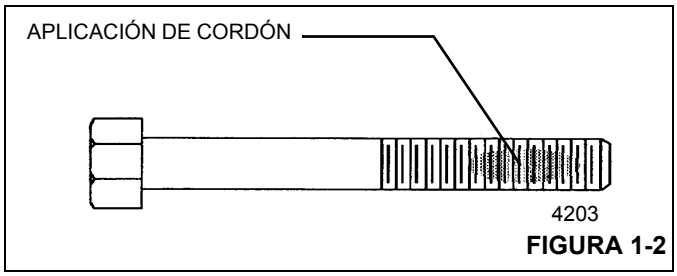

FIGURA 1-2
1. Aplique un cordón en sentido perpendicular a las roscas, de un ancho equivalente al de varias roscas, en la zona aproximada de engrane de las roscas (vea la Figura 1-2).
3. Después de haber aplicado la pasta y haber engranado las roscas adosadas, la fijación se producirá en menos de cinco (5) minutos, si se le aplicó imprimador antes del engrane. La fijación de las piezas puede tomar hasta 30 minutos si no se les aplica imprimador.